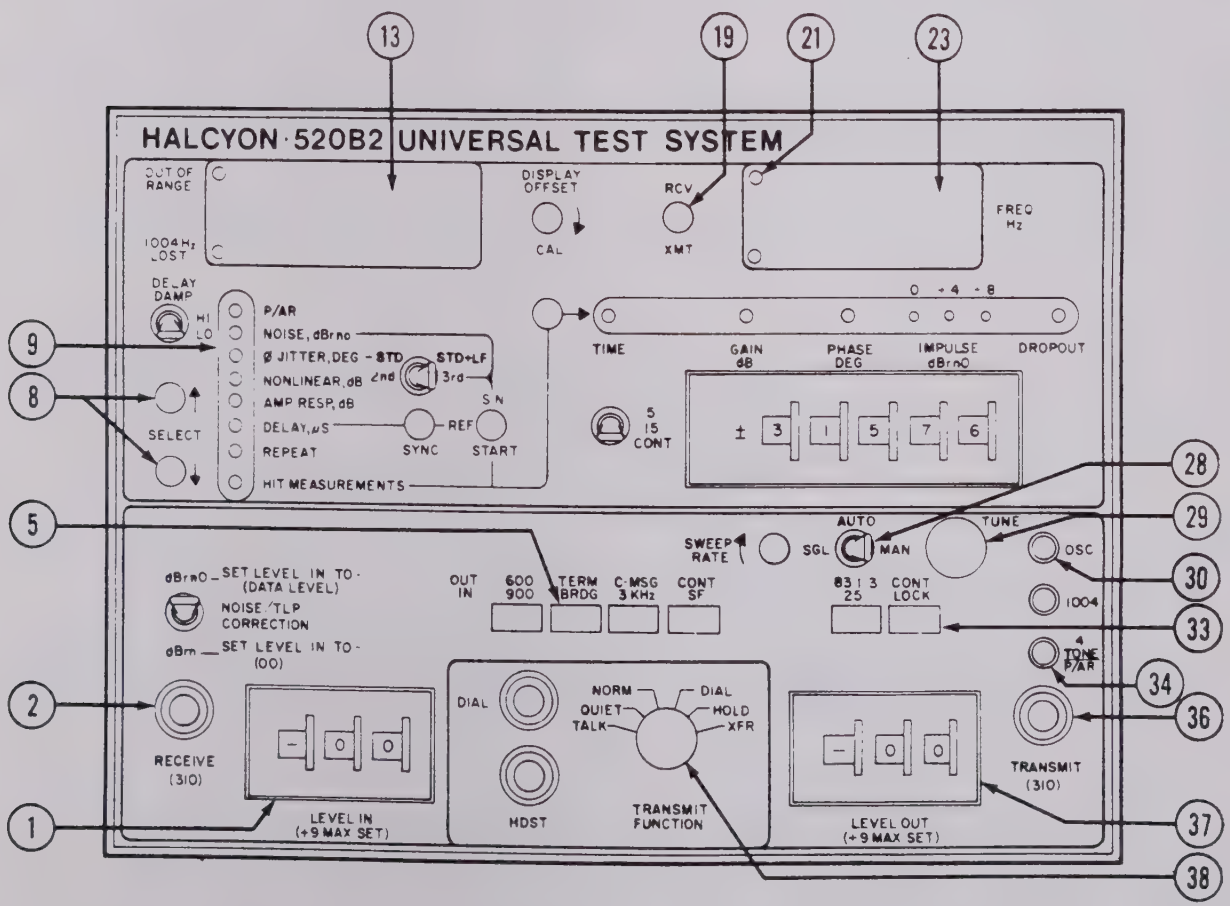
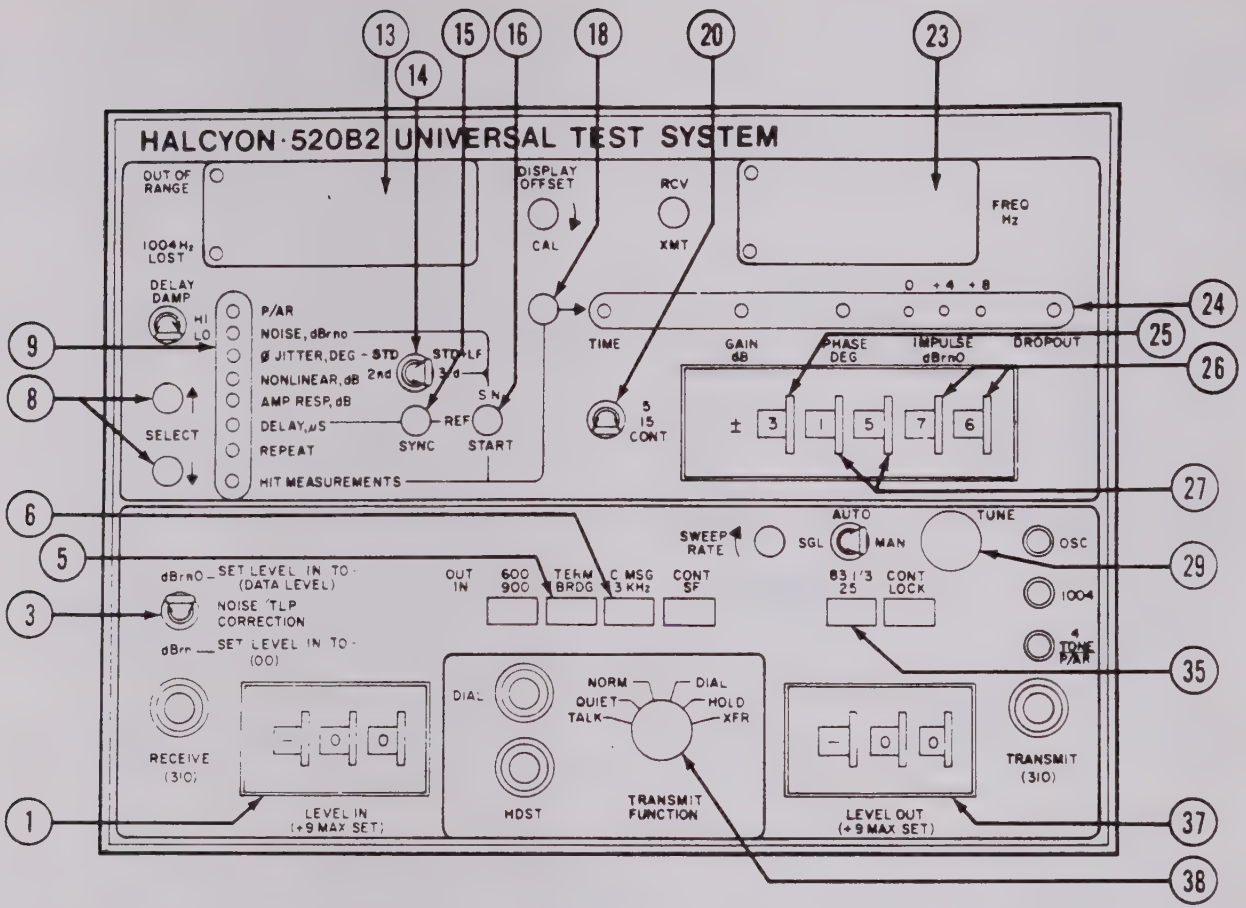
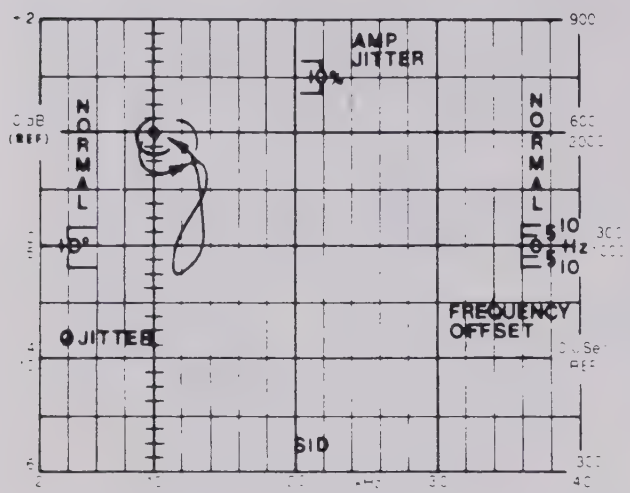

Figure 3-32. Level, Frequency, and P/AR Self-Check Controls
Figure 3-34. Noise, Phase Jitter, Nonlinear Distortion, Envelope Delay, and Hit Measurement Self-Check Controls
Figure 3-35. Four-Tone Pattern
a. Level/Frequency. (See figure 3-32.)
(1) Set TRANSMIT FUNCTION switch (38) to NORM.
(2) Set TERM/BRIDGE switch (5) to TERM (out) position.
(3) Patch TRANSMIT jack (36) to RECEIVE jack (2).
(4) Use SELECT switches (8) to step mode indicator (9) to AMP RESP, dB. Verify OSC indicator (30) lights.
(5) Set SGL/AUTO/MAN switch (28) to MAN position.
(6) Adjust TUNE control (29) for a reading of 1004±1 Hz on FREQ Hz display (23).
(7) Depress RCV/XMT switch (19) so that transmit indicator (22) lights, and note reading on display (23). Then depress RCV/XMT switch so that receive indicator (21) lights. Display should read the same for both settings.
(8) Set LEVEL IN attenuator (1) and LEVEL OUT attenuator (37) to 00.
(9) After a 5-minute warm-up period, display (13) should indicate 0.0±0.1 dB.
(10) Sequentially set LEVEL OUT attenuator (37) to -10 dB and -20 dB. Display (13) should indicate -10.0±0.1 and -20.0±0.1 dB, respectively.
b. Oscilloscope Display. (See figures 3-32 and 3-33.)
(1) Set oscilloscope MODE switch (46) to INPUT position.
(2) Adjust ILLUM (43), FOCUS (44) and INTENSITY (45) as required to view dot on CRT.
(3) Set LEVEL OUT attenuator (37) to 00. Observe that dot on CRT moves to 0±0.2 line on graticule.
(4) Set LEVEL OUT attenuator (37) to -10 dB. Observe that dot on crt moves to -10±0.2 dB line on graticule.
(5) Verify CONT/LOCK switch (33) is at CONT (out) position.
(6) Sequentially adjust TUNE control (29) to 1000 Hz, 2000 Hz and 3000 Hz. Observe that dot on crt moves to within 5 percent (±1.5 minor divisions) of respective frequency scale calibration points on graticule.
c. P/AR. (See figure 3-32.) Applicable to Model 520B2-17 only.
(1) Use SELECT switches (8) to step mode indicator (9) to P/AR mode. Verify 4 TONE P/AR indicator (34) lights.
(2) Set LEVEL IN attenuator (1) and LEVEL OUT attenuator (37) to 00. Verify display (13) indicates 100±1.
d. Noise. (See figure 3-34.)
(1) Use SELECT switches (8) to step mode indicator (9) to NOISE, dBrn0 mode.
(2) Set NOISE/TLP CORRECTION switch (3) to dBrn (down) position.
(3) Set TRANSMIT FUNCTION switch (38) to QUIET position.
(4) Set C-MSG/3 KHz switch (6) to C-MSG (out) position.
(5) Verify LEVEL IN attenuator (1) and LEVEL OUT attenuator (37) are at 00. Display (13) should indicate 10 dBrn or less.
(9) Set NOISE/TLP CORRECTION switch (3) to dBrnO (up) position.
(10) Press and hold S/N switch (16). Display (13) should indicate 77 ±1 dB. Release S/N switch.
e. Phase Jitter. (See figure 3-34.)